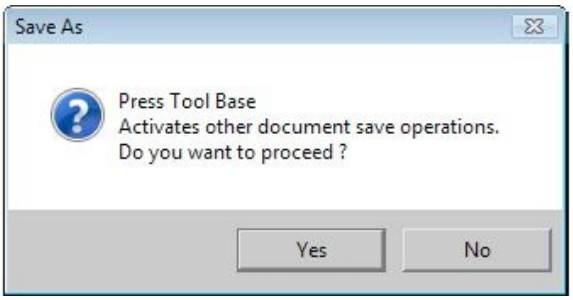

Figure 12-91 *The* ***Save As*** *confirmation box*
3. Choose the **Save** button from the **Save As** dialog box; the **Save As** confirmation box is displayed, as shown in Figure 12-91.